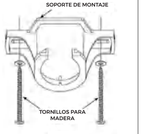

FIGURA 2
4). FIJE EL SOPORTE DE MONTAJE (FIGURA 2) A LA VIGUETA DEL CIELO RASO UTILIZANDO LOS TORNILLOS LARGOS INCLUIDOS. ASEGÚRESE DE ENROSCAR AL MENOS 40 MM DEL TORNILLO EN EL SOPORTE.